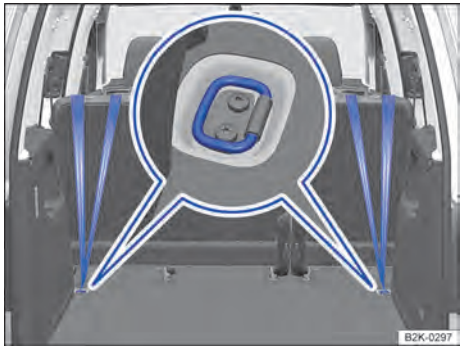

**Fig. 39** Plazas laterales de la segunda fila de asientos: cinturones de fijación superiores enganchados en la zona de carga.
6. Guíe el cinturón de fijación superior del asiento para niños por detrás del asiento y engánchelo en las argollas de amarre → fig. 39, → fig. 40 o → fig. 41.